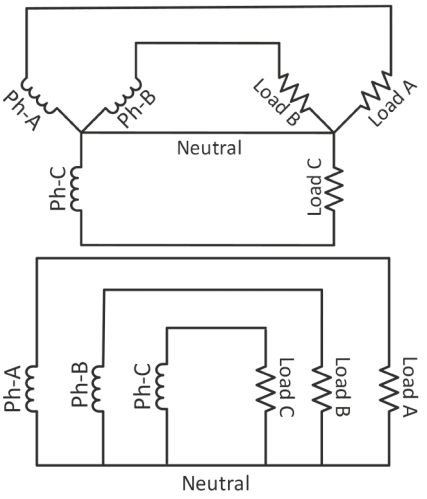

**FIGURE 3.33** Repeated (Step 16).
16. **Phase voltages are load voltages in wye-wye.** Connect three channels of the scope to their respective phases at the load: CH1 to Ph-A, etc. In this step, "Ph-A" refers to the phase voltage created at the output of X6-X10 of T1, etc. Note that you need only one probe ground to go to the neutral wire at the center of the wye since they are all the same at the scope, but hook them together anyway just to give them a safe place to be. Turn on the DC supplies and measure the voltages and relative phases across each load. The voltages across each load resistor (i.e., a distribution transformer) are the same as their corresponding Ph-A, Ph-B and Ph-C phase voltages because they are in parallel, as explained in Fig. 3.33, and that you saw in Step 6. Record the voltages.
21. **Comparing line currents.** Using the DMM, measure the line current into each leg of the loads, i.e., from the transformer. Is it the same in each leg as it was before? Which one is different? Explain the change in line current by understanding that each source drives its own individual load, as in Fig. 3.33. How has the current in the new load changed?